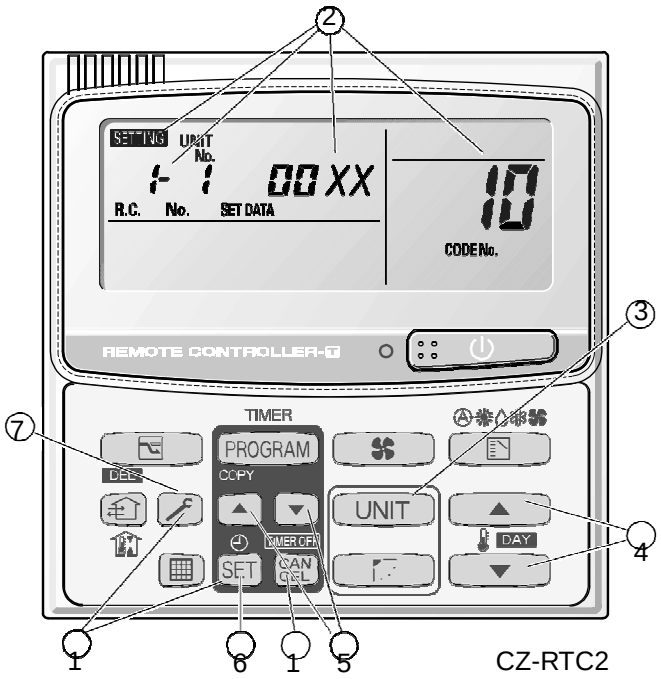

Fig. 2
① Press and hold the [🔧], [SET] and [CAN CEL] buttons simultaneously for 4 seconds or longer.
② " SETTING," unit No. " 1- 1 " (or " ALL " in the case of group control), item code " 10 ," and settings data " 00 XX " are displayed blinking on the remote controller LCD display (Fig. 2).